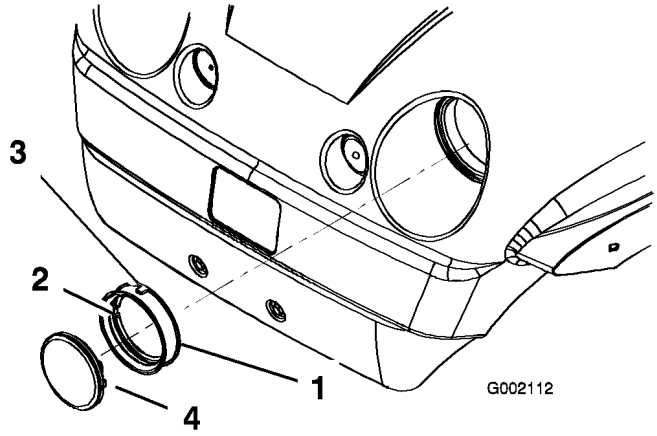

Figur 39
4. Ta bort gummitätningen från runt strålkastaren (Figur 39). Kasta bort strålkastaren.
5. Passa in tätningens invändiga spår med spåret på den nya strålkastaren (Figur 39). Skjut på tätningen på strålkastaren tills den sitter stadigt.